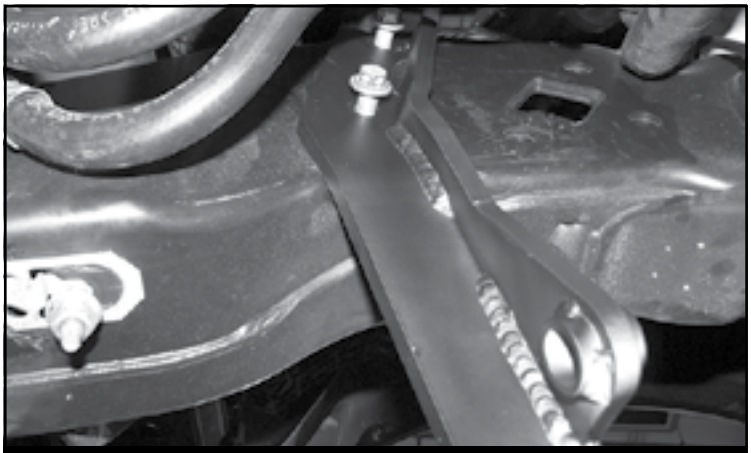

*FIGURE 28 - STEP 29*
29. Install FT30672 (steering stabilizer drop bracket) in the factory location using the factory hardware. Torque to 52 ft-lbs. **SEE FIGURE 28**